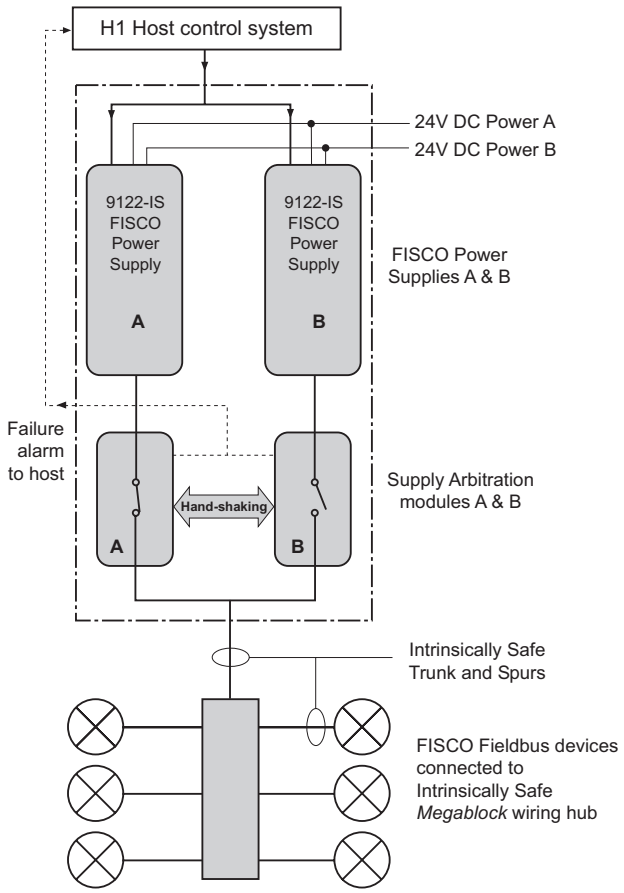
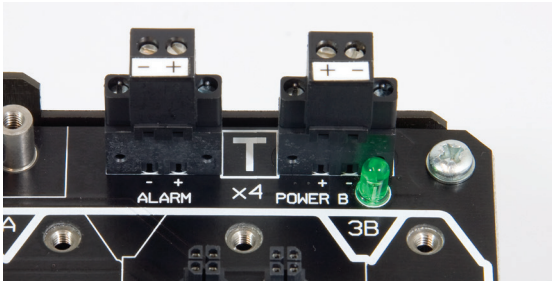

Figure 2.2
Figure 4.1 POWER B and ALARM connectors
The carrier dimensions (Figure 2.2) are designed to provide high packing density in typical 800mm wide equipment cabinets. Survival in high-vibration marine environments is achieved by secure panel-mount fixings.
Mount the 9108-22 assembly on a vertical surface with the orientation shown in Figure 2.2. Any other orientation will reduce the permitted maximum operating temperature.
Note: *To comply with product certification, both power connections are required to have their connector plugs in place - see Power B in Figure 4.1 - and Section 6 - Appendix.*
Connect the incoming power supplies to the POWER A and POWER B screw terminal connectors at the top edge of the assembly circuit board. See Figure 2.2. Observe the supply polarities indicated beside the connectors on the circuit board. See Figure 4.1.
the ALARM connector at the top edge of the module carrier - See Figure 4.1. In normal operation, therefore, the ALARM terminals on the module carrier will present a nominal resistance value of 360Ω.
4. To comply with product certification, the Alarm connector plug must be in place - see Figure 4.1 and Section 6 - Appendix.
The intrinsically safe segment power output connections are provided via 3-way, pluggable, rising cage clamp, screw terminals at the bottom edge of the 9108-22 module carrier. See Figure 2.2 and 4.3.
LED indicators are provided beside the POWER A and the POWER B connectors; these indicate the presence of applied voltage at the respective connectors - see Figure 4.1.